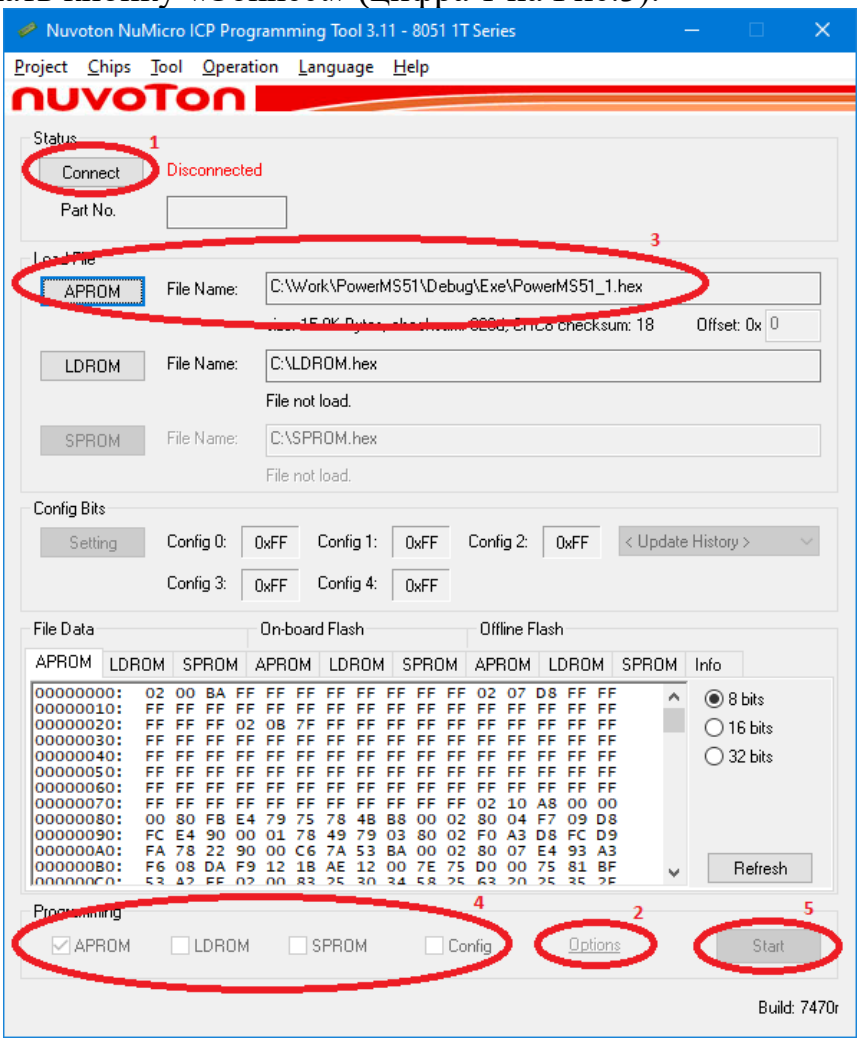
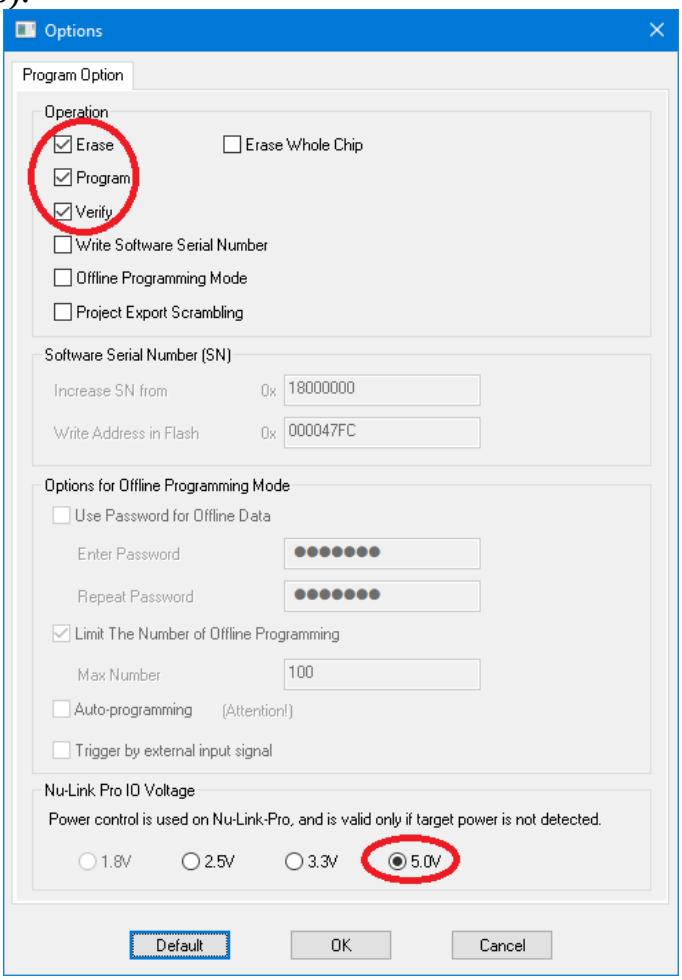
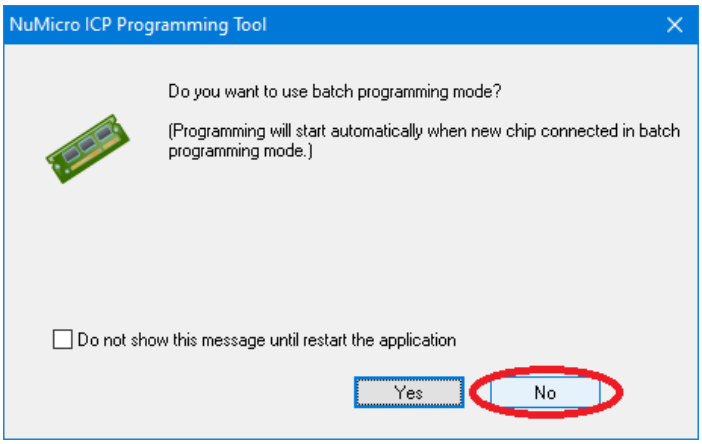
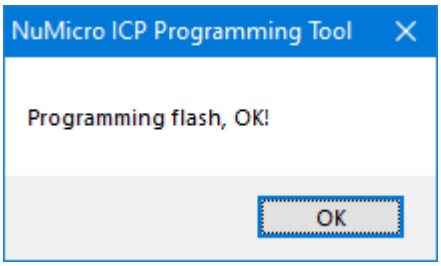

Рис.3
Рис.6
Рис.7
Рис.8
4. Затем нажать кнопку «Connect» (цифра 1 на Рис.3).
Затем нужно проверить опции программатора (цифра 2 на Рис.3). В окне «Options» должны быть выбраны галочки Erase, Program и Verify и напряжение питания 5V (см. Рис.6).
5. Затем по кнопке «APROM» выбрать необходимый файл прошивки (цифра 3 на Рис.3) и проверить, что для программирования выбрана только APROM (цифра 4). Для модуля с номером n выбирается файл прошивки «PowerMS51Cmp_n.hex», где вместо n выбирается цифра от 1 до 12. Для защитного силового модуля используется n=100 (n соответствует Modbus-адресу устройства на шине).
6. Нажать кнопку «Start» (цифра 5 на Рис.3), после чего программа спросит, требуется ли пакетное программирование (в этом случае программирование будет начинаться сразу при подключении очередного модуля), при программировании одного модуля выбираем «No» (см. Рис.7), после чего начинается процесс программирования, которое завершается сообщением о результате (см. Рис.8). После чего нажать в основном окне «Disconnect».